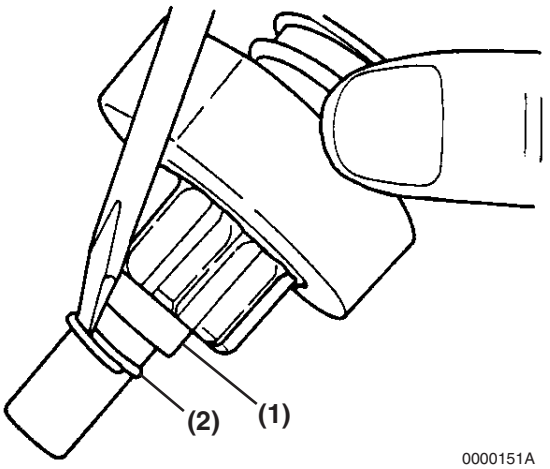

Figure 10-9
12. Pull the pinion stop **(Figure 10-9, (1))** down to expose the retaining ring. Using a flat-blade screwdriver, remove the retaining ring **(Figure 10-9, (2))** from the pinion shaft.